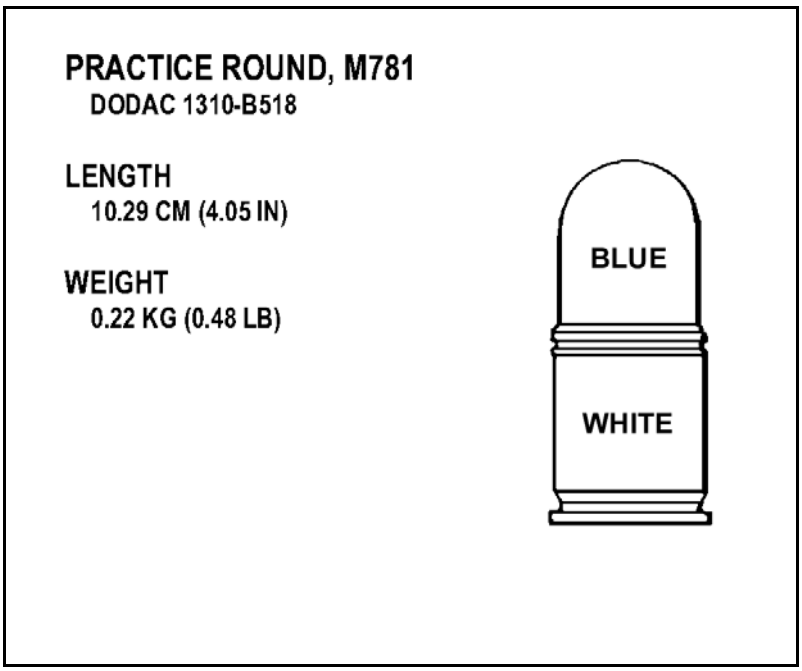

Figure 3-15. Practice round.
(6) ***Practice Round***. Used for practice, this round is blue zinc or aluminum with white markings (Figure 3-15). It produces a yellow or orange signature on impact, arms between 14 and 27 meters, and has a danger radius of 20 meters.